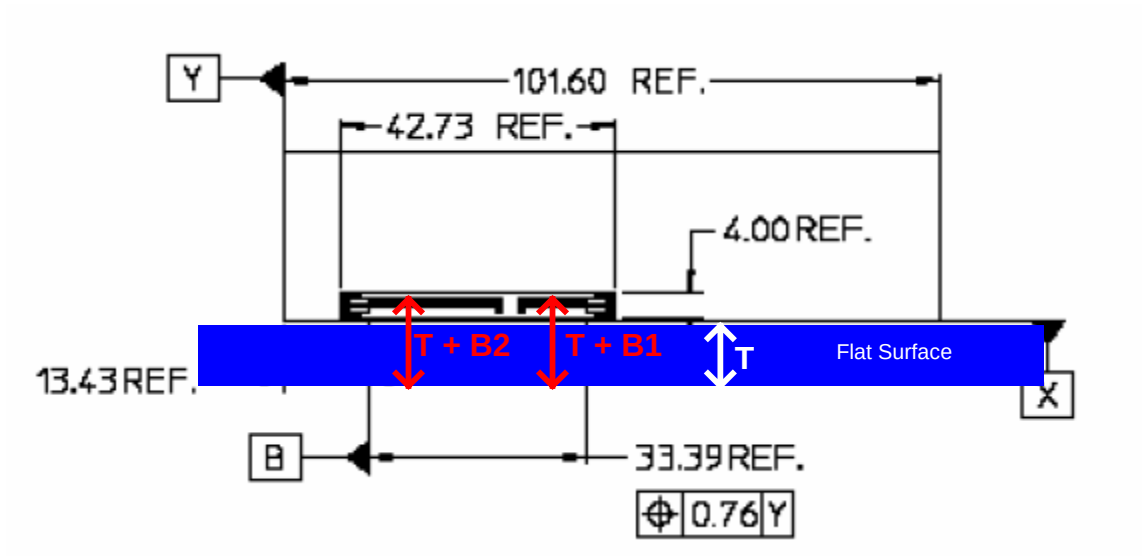

Figure 8
3. At the rightmost part of the plug (see Figure 8), measure the distance from the top of the tongue of the SATA plug to the bottom of the flat surface. Record this value as *T+B1*.
4. At the leftmost part of the plug (see Figure 8), measure the distance from the top of the tongue of the SATA plug to the bottom of the flat surface. Record this value as *T+B2*.